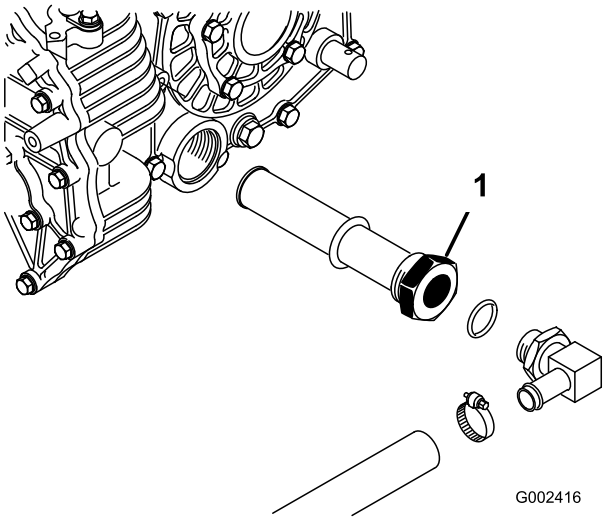

Figura 73
3. Annotatevi l'orientamento del flessibile idraulico e del raccordo a 90° collegati al filtro sul fianco del serbatoio (Figura 73).